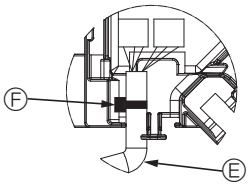

Fig. 10-10
- **Placer båndet, der holder panelets ventilatorvingemotorledning i el-boksen som vist i diagrammet. (Fig. 10-10)**